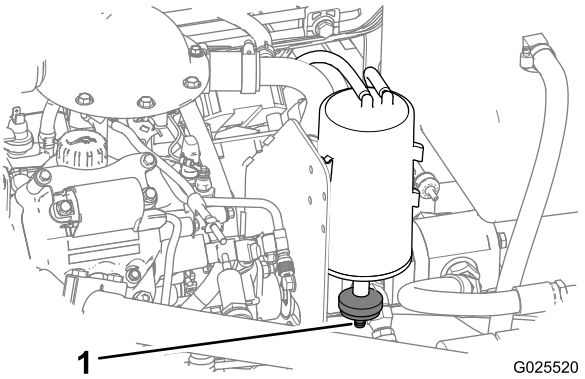

Figur 58
1. Find luftfilteret i bunden af beholderen med aktivt kul (Figur 58).